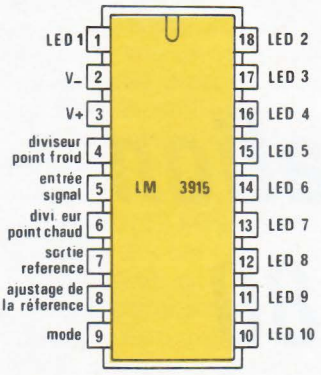

Figure 1
Quant à nous, notre choix s'est porté sur le LM 3915 (NS), qui permet la commande d'une échelle de 10 LED, nombre jugé suffisant pour nos besoins. Le LM 3915 est présenté en boîtier DUAL IN LINE 18 broches dont le brochage est donné en **figure 1** et outre les LED, il ne demande